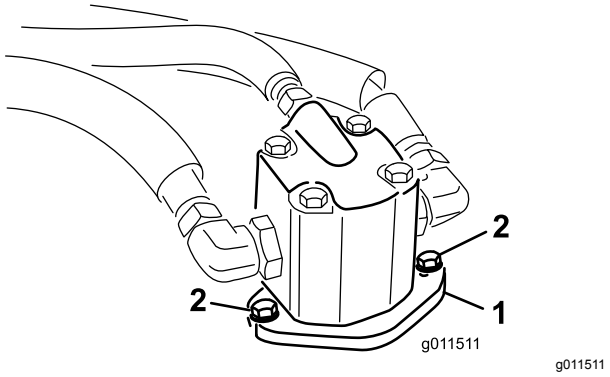

Figuur 102
4. Verwijder de bouten waarmee de hydraulische motor aan het maaidek is bevestigd (Figuur 102).